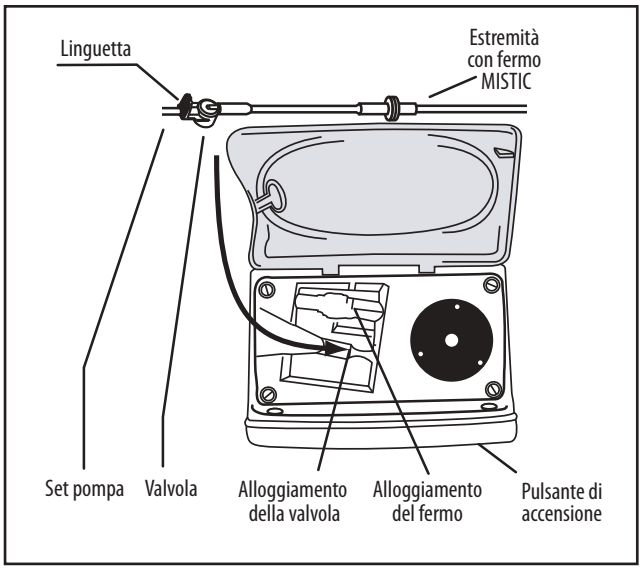

Figura 6A.
2. Caricare il set pompa tenendo la linguetta presente sulla valvola e inserendo la valvola nell'alloggiamento a sinistra (Figura 6A).